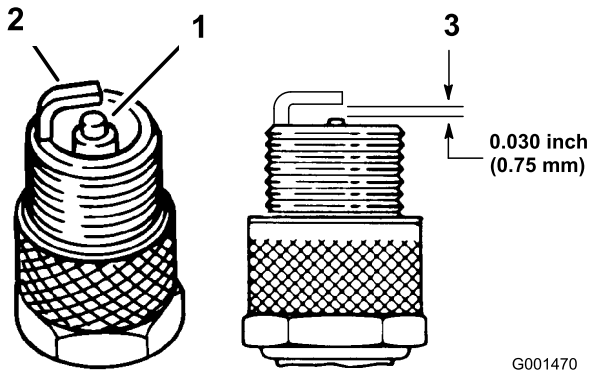

Figur 40
1. Titta i mitten av tändstiftet (Figur 40). Om isolatorn är ljusbrun eller grå fungerar motorn som den ska. En svart beläggning på isolatorn brukar betyda att luftrenaren är smutsig.
3. Kontrollera avståndet mellan mitt- och sidoelektroderna (Figur 40). Böj sidoelektroden (Figur 40) om avståndet är felaktigt.
3. Anslut tändkabeln till tändstiftet (Figur 40).